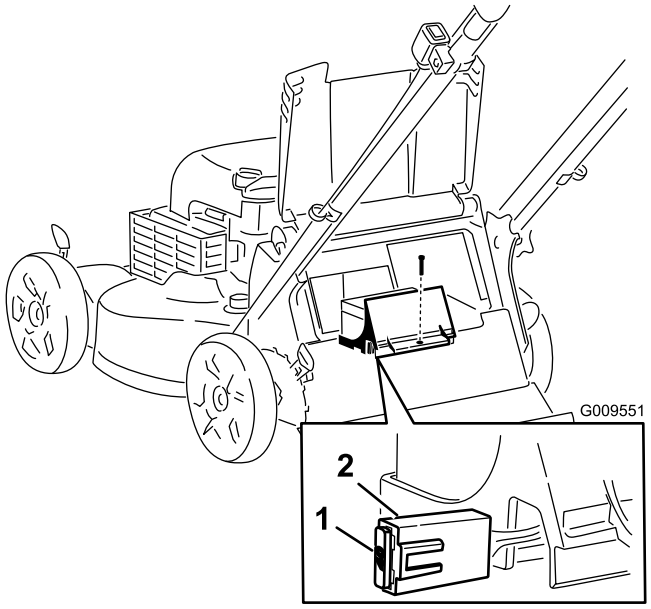

Figura 24
3. Retire el tornillo que sujeta el compartimento de la batería, tire de la batería hacia fuera y localice el fusible (Figura 24).
4. Cambie el fusible del portafusibles (Figura 24).